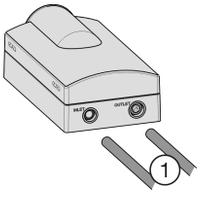

*Fig. 39*
▶ Introduzca los tubos flexibles *Fig. 39 (1)* hasta el tope (equivalente a la marca) en el módulo del filtro de agua superando la resistencia existente.